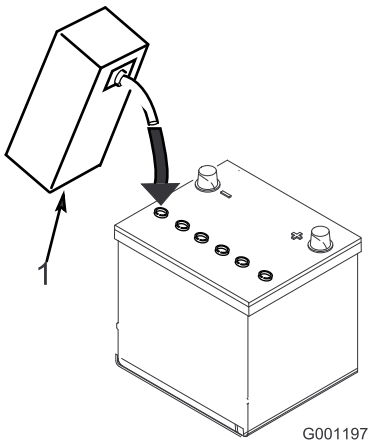

**Figur 5**
3. Fyld forsigtigt hver celle med elektrolyt, indtil pladerne er dækket med ca. 6 mm væske (Figur 5).
4. Vent ca. 20 til 30 minutter, mens elektrolytten trænger ind i pladerne. Fyld efter behov for at bringe elektrolytstanden op til ca. 6 mm fra bunden af påfyldningshullet (Figur 5).